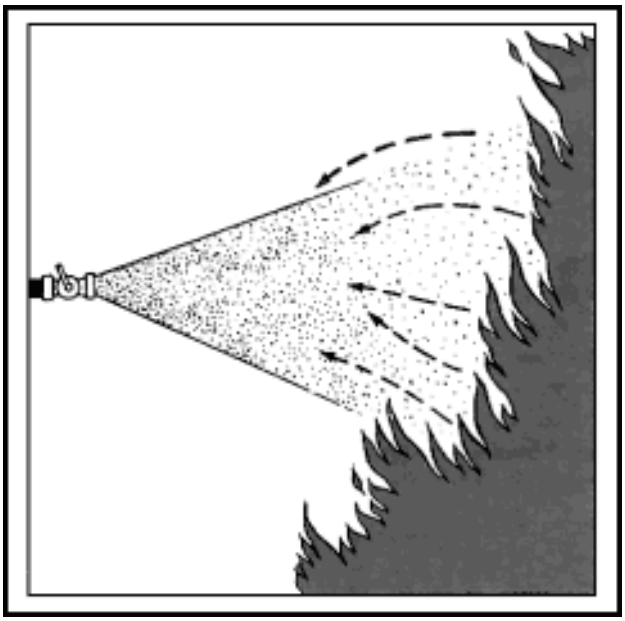

Figure 11-3. Effects of Cooling
- Cooling. Reduces the temperature of the fuel below its ignition temperature. This is a direct attack on the heat side of the fire triangle (see Figure 11-3).